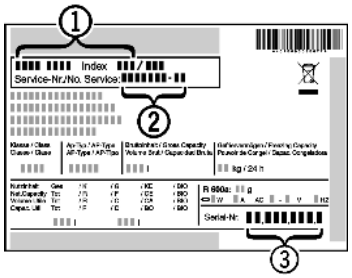

Fig. 17
- ▶ Наименование устройства *Fig. 17 (1)*, сервисный № *Fig. 17 (2)* и серийный № *Fig. 17 (3)* считайте с заводской таблички. Заводская табличка находится внутри устройства слева.
▶ Обратитесь в сервисную службу и сообщите вид неисправности, наименование устройства *Fig. 17 (1)*, сервисный № *Fig. 17 (2)* и серийный № *Fig. 17 (3)*.